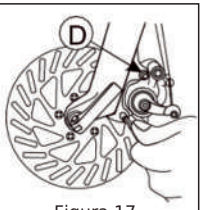

Figura 17
1. Scoateți etrierul de frână de pe cadru sau furcă, desfăcând șuruburile imbus D (vezi Figura 17).